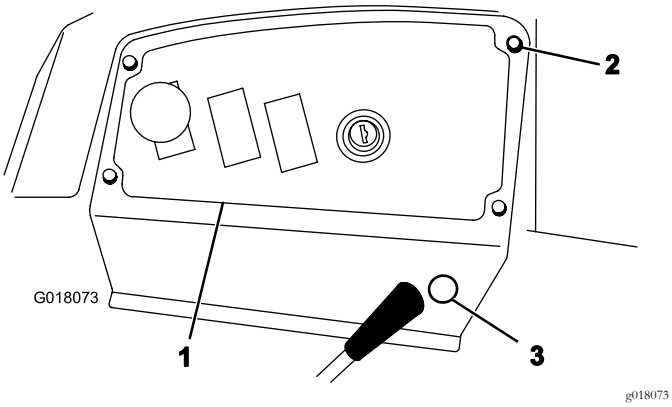

図 2
1. コントロールパネルのプレートを固定しているつまみ付きねじ4本を外す図 2。
6. コントロールパネルプレートから打ち抜きプラグを打ち抜いて外す図 2。